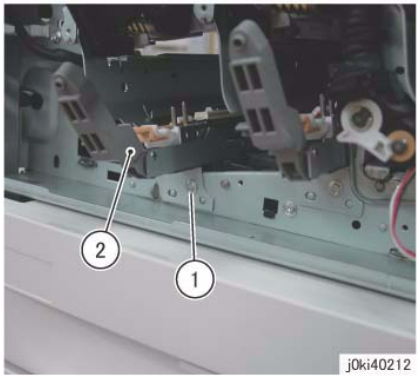

Figure 1 Remove the LPH Unit (K)
4. Remove the Dev.eloper Housing Assembly (K). (REP 9.14)
5. Remove the LPH Unit (K). (Figure 1)
b. Remove the LPH Unit (K).